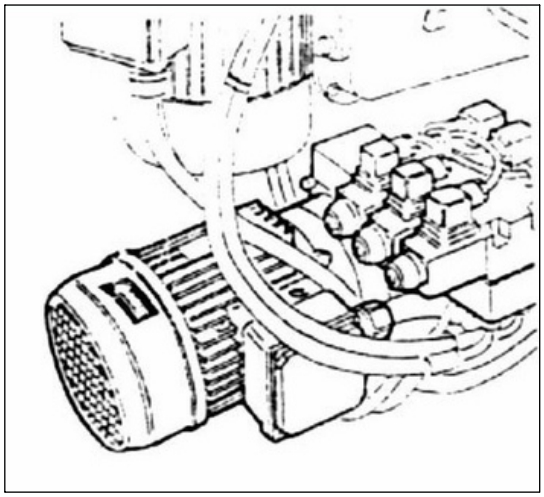

Fig. 5
- A direção deve corresponder à seta (ver ***Fig. 5***). Se a direção for oposta, o pessoal profissional deve mudar a fase.